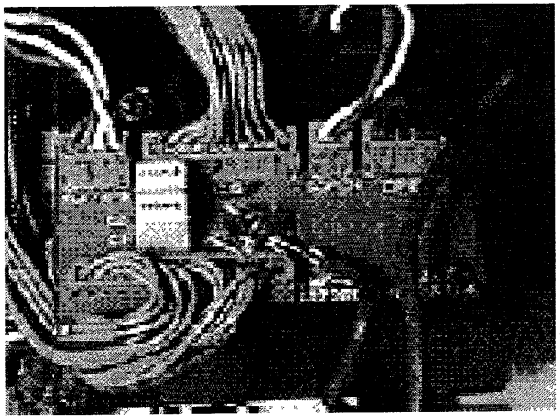

Рис. 4-43 **Релейная плата сканера**
1. Для замены релейной платы сканера обратитесь к рис. 4-43 и выполните следующее: